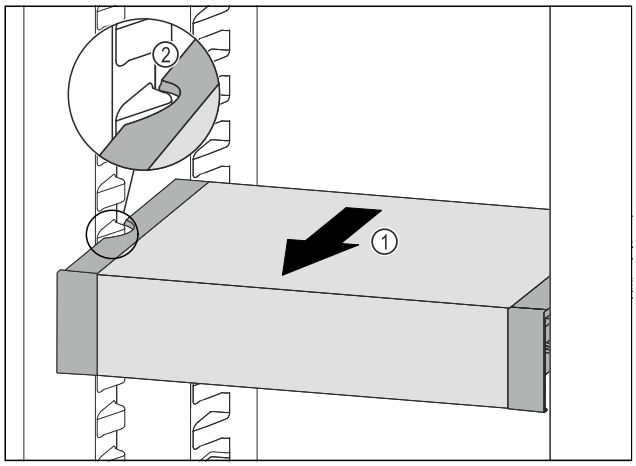

Fig. 95
▶ Trageți în față VarioSafe *Fig. 95 (1)*, până când degajările laterale ale VarioSafe se află la înălțimea nervurii recipientului din frigider. *Fig. 95 (2)*